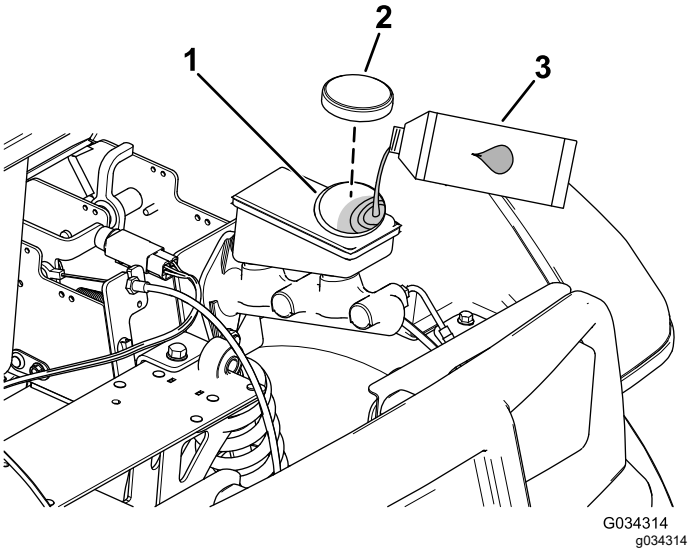

**Figuur 50**
2. Open de motorkap om toegang te krijgen tot de hoofdremcilinder en het reservoir (Figuur 50).
A. Reinig de omgeving van de reservoirdop en verwijder de dop (Figuur 50).
C. Plaats de dop weer op het reservoir (Figuur 50).